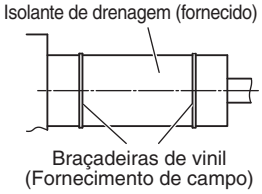

Fig. 3-9
(2) Depois de ligar o tubo de drenagem firmemente, enrole o material de vedação fornecido e o isolante do tubo de drenagem em redor do tubo e, em seguida, fixe-o com as braçadeiras de vinil. (Fig. 3-9)